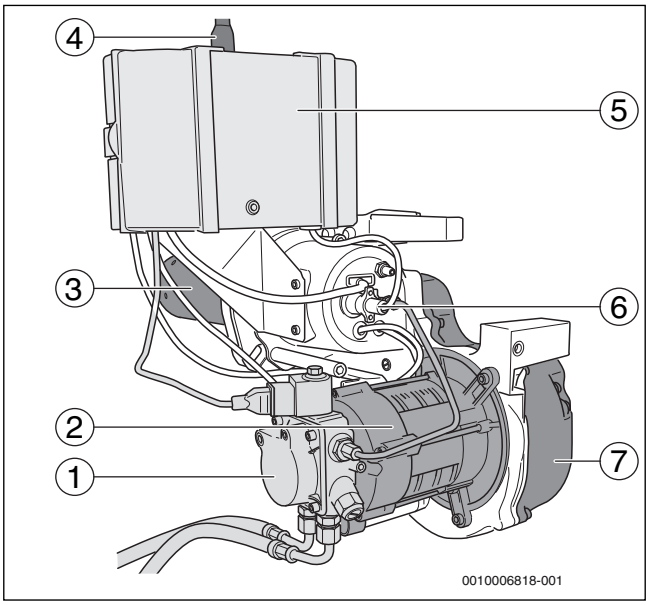

Fig. 1 Bruciatore BE 1.3 e 2.3
- Pompa a gasolio con valvola magnetica e tubi flessibili per l'allacciamento del gasolio (→ fig. 1, [1])
- Motore del bruciatore (→ fig. 1, [2])
- Boccaglio (→ fig. 1, [3])
- Automatismo digitale di combustione SAFe30 con tasto di riarmo (→ fig. 1, [5])
- Fotocellula (sensore rilevamento di fiamma) (→ fig. 1, [6])
- Ventilatore (→ fig. 1, [7])
Il bruciatore (→ fig. 1) è collegato alla rete elettrica tramite una spina di rete (→ fig. 1, [4]) e all'apparecchio di termoregolazione tramite un cavo di comunicazione.